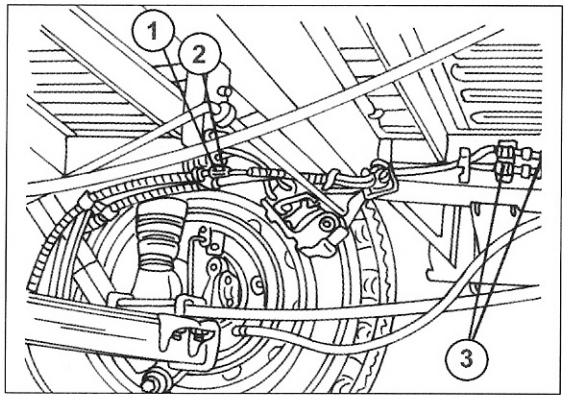

Bild 247
- Bei eingebautem ABS die hydraulischen Leitungsverbindungen trennen, die Clips der Bremsschlauchbefestigung ausschlagen, die Kabelstecker von den Drehzahlgebern im Kabelbündel abziehen und das Kabelbündel von der Befestigung an der Karosserie frei machen. Wie die Teile bei diesen Ausführungen angeordnet sind, kann man Bild 247 entnehmen. Alle offenen Anschlüsse wieder in geeigneter Weise verschließen.